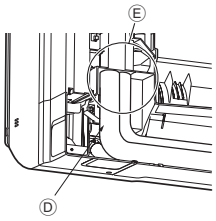

Fig. 3-10
6. Dekk den koniske tilkoblingen med rørdekselet til det L-formede tilkoblingsrøret, ④, slik at den ikke er eksponert. (Fig. 3-10)
- Ⓐ L-formet tilkoblingsrør ④
8. Dekk den koniske tilkoblingen med rørdekselet til det L-formede tilkoblingsrøret, ④, slik at den ikke er eksponert. (Fig. 3-10)